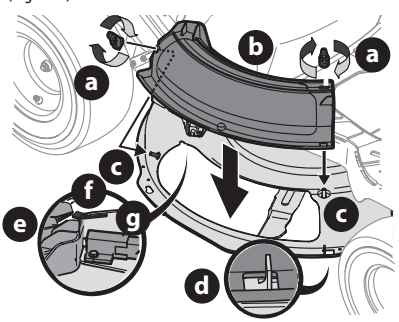

Figura 9
1. Extraiga las perillas de aleta (a) que instaló en la plataforma de corte y consérvelas para colocarlas posteriormente (Figura 9).
2. Coloque el adaptador para abono (b) en la abertura de descarga de la plataforma. La parte trasera del adaptador para abono de la plataforma (b) debe estar debajo de la lengüeta (f) del soporte trasero de la plataforma (g). Los pernos prisioneros (c) de la superficie de la plataforma calzarán a través de los orificios de la parte superior del adaptador para abono (b). La pequeña lengüeta (d) del borde de la plataforma calzará a través del recorte cuadrado de la parte inferior del adaptador para abono (b) (Figura 9).
¡IMPORTANTE! Compruebe que la porción superior trasera del adaptador para abono (b) esté oprimiendo el interruptor de seguridad (e) ubicado en la superficie de la plataforma y debajo de la lengüeta (f) del soporte de la parte trasera de la plataforma (g). Las cuchillas no se accionarán si el adaptador para abono (b) no está correctamente ubicado (Figura 9).
3. Sujeta el adaptador para abono (b) ajustando las perillas de aleta (a) que extrajo en el Paso 1 (Figura 9).